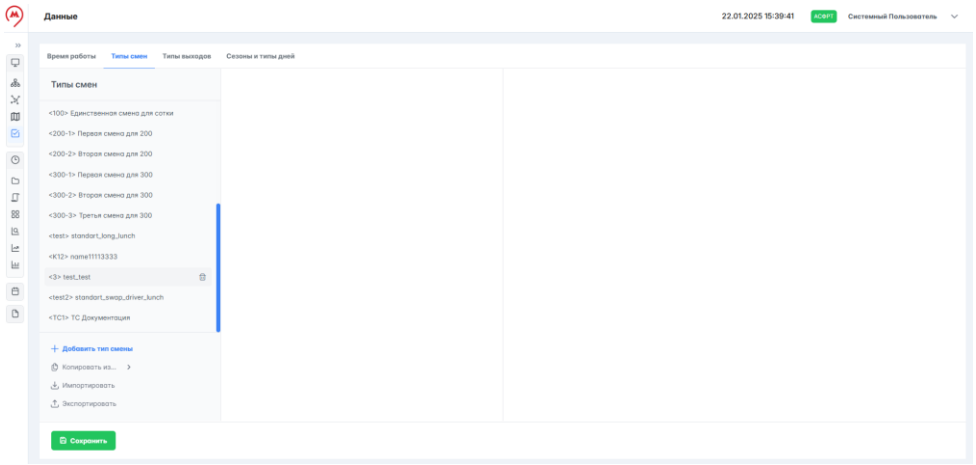

Рисунок 120 – Удаление типа смен
1. Навести курсор мыши на требуемый тип смен в списке на панели управления, в строке отобразится управляющий символ (рисунок 120).